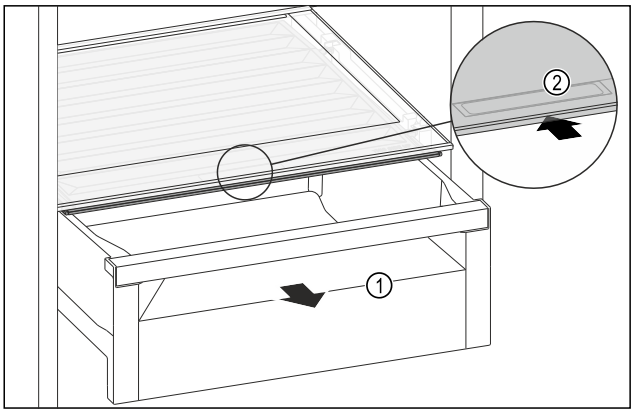

Fig. 143
▶ Pull out the drawer *Fig. 143 (1)*.
▶ Grip the handle recess *Fig. 143 (2)* on the lid while pulling the lid backward at the same time.